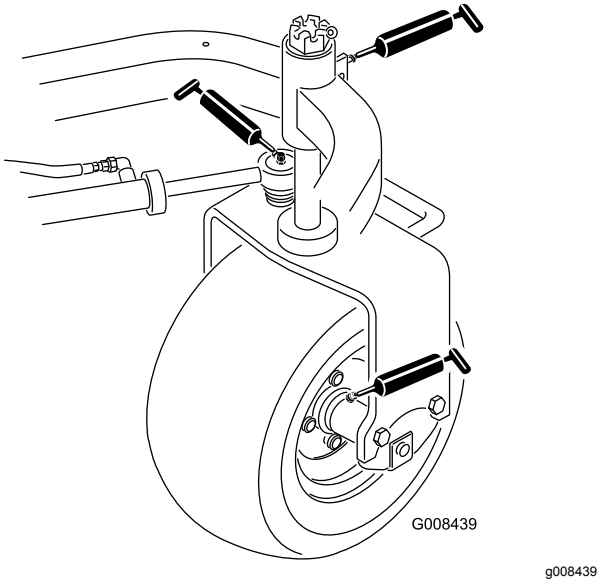

Figur 34
- Bakre hjulnav (1) (Figur 34)
- Svänghjulslager (1) (Figur 34)
- Styrcylinder (2) (Figur 34)